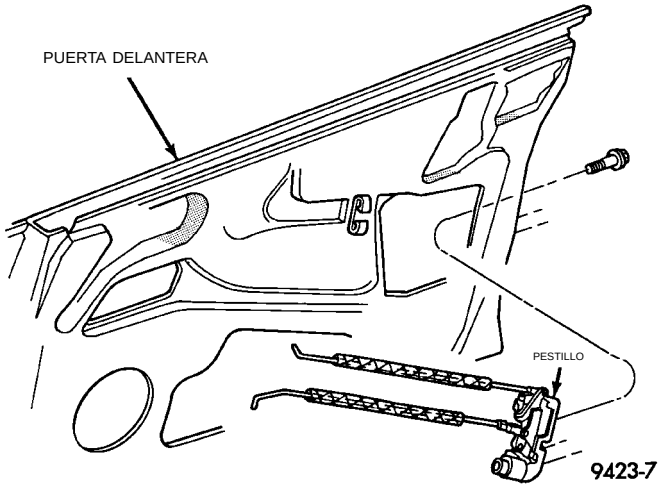

Fig. 27 Pestillo de la puerta delantera
(1) Retire el panel tapizado de la puerta y el protector contra el agua.
(2) Cierre el cristal de la puerta.
(3) Desconecte las varillas de bloqueo y del pestillo del pestillo de la puerta (Fig. 27).
(4) Desacople el conector del cable del motor de cerradura automática de puerta, si el vehículo lo tiene instalado.
(5) Retire los tornillos que fijan el pestillo al marco del extremo de la puerta.
(6) Separe el pestillo de la puerta del vehículo.